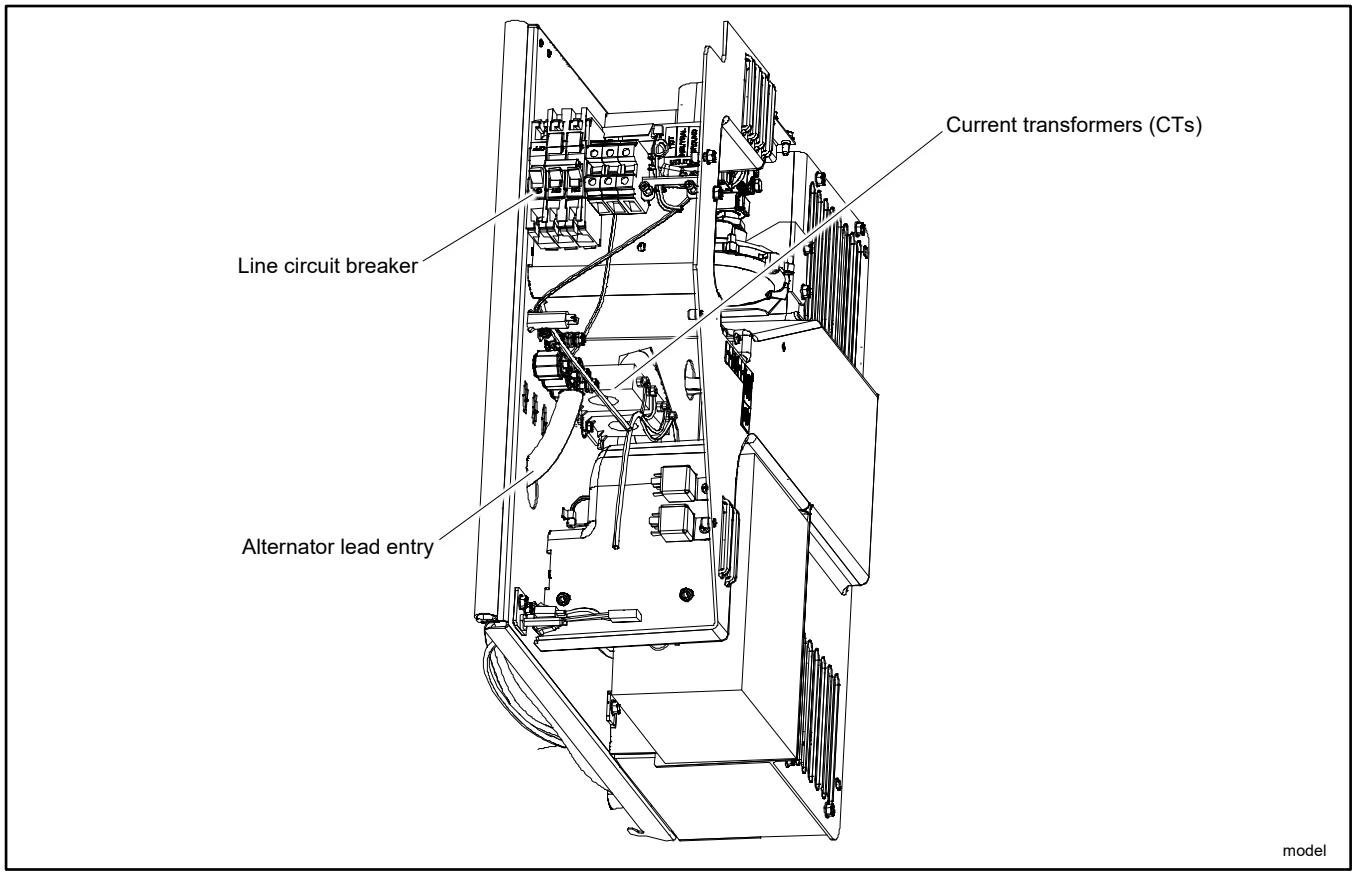

Figure 23 Component Locations (cover panels removed for access)
4. To gain access to the alternator leads and CTs, remove the circuit breaker cover and the controller panel. Be careful of the controller connections when removing the controller. See Figure 23.